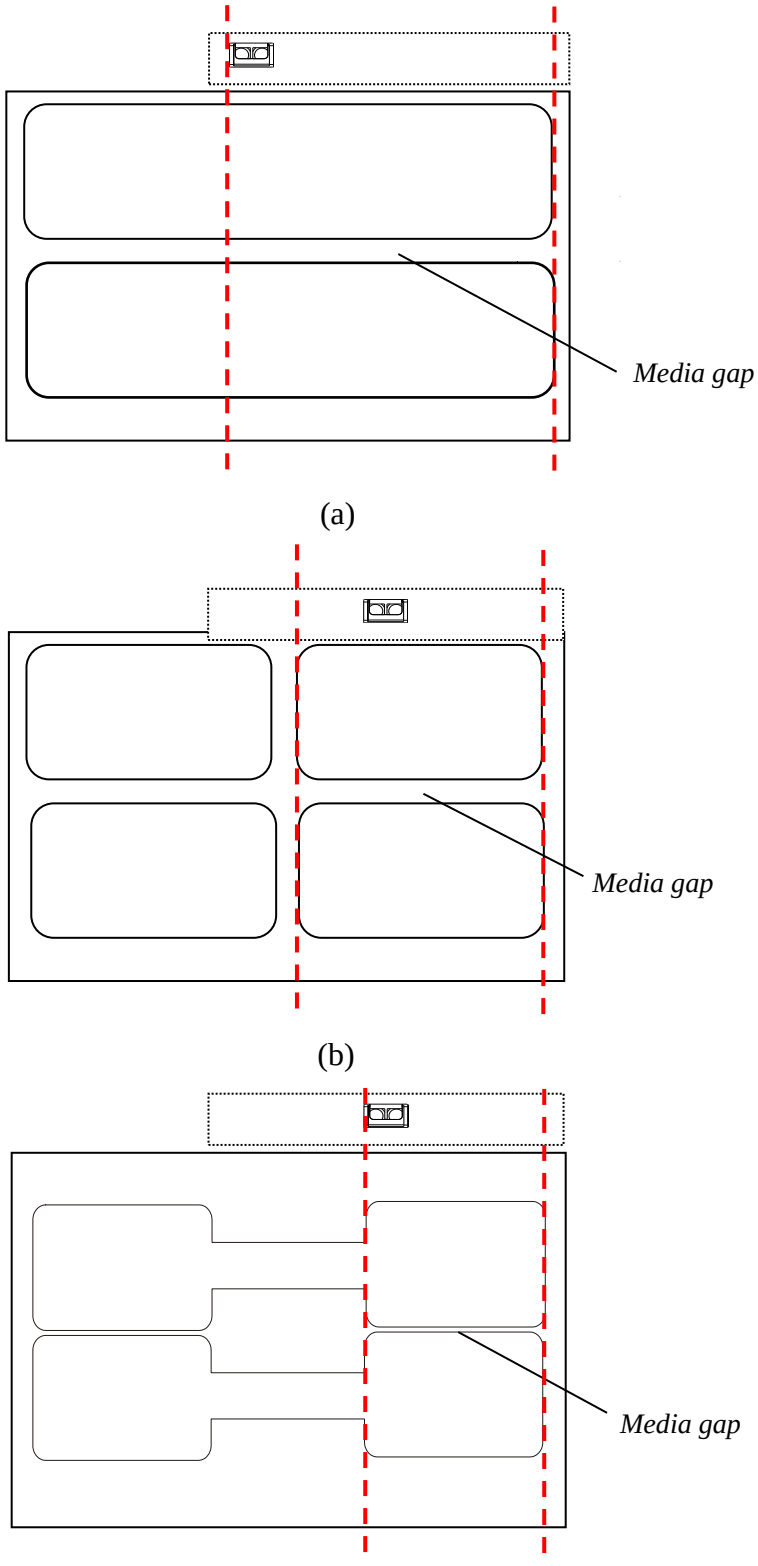

Figure 2-24 Media Sensor Position
- *Technically, the Transmissive Sensor is designed to detect a gap, hole or notch between labels, the Reflective Sensor is for detecting black marks. However, in many cases, the Reflective Sensor also can be used to detect gap, hole or notch. When choose Reflective Sensor to detect gap between labels, please refer to Figure 2-24(a) (b) (c) to adjust the position of the sensor for different media types as shown, the sensor shall be placed between the dotted lines.*